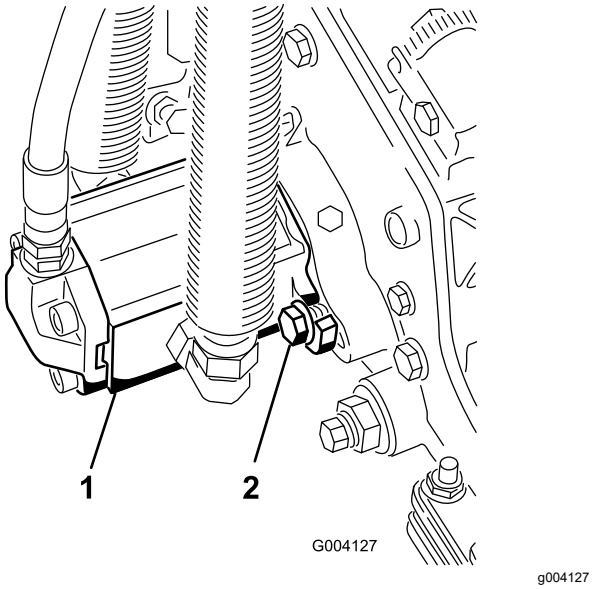

**Figur 20**
17. Installer motoren ved å rotere den med klokken slik at motorflensene går klar av skruene (Figur 20).